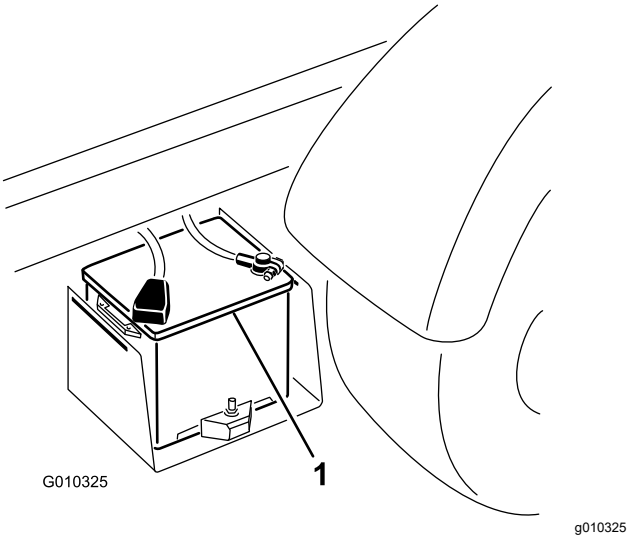

**Figur 42**
2. Anslut en startkabel mellan de två batteriernas pluspoler (Figur 42).